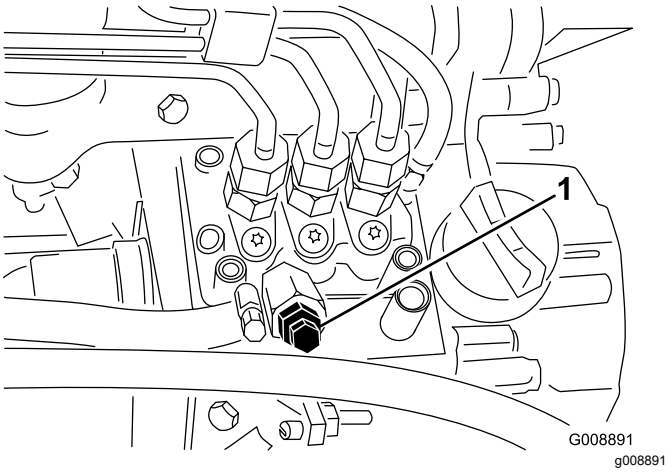

Figur 34
4. Åpne lufteskruen på pumpen for drivstoffinnsprøyting (Figur 34).